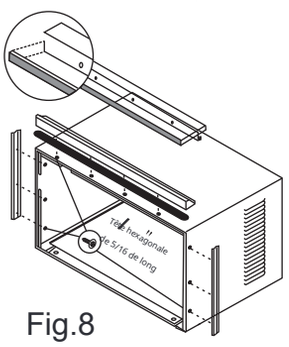

Fig.8
2. Installez l'angle supérieur et les retenues latérales sur l'armoire, comme indiqué à la Fig.8 (10 vis).